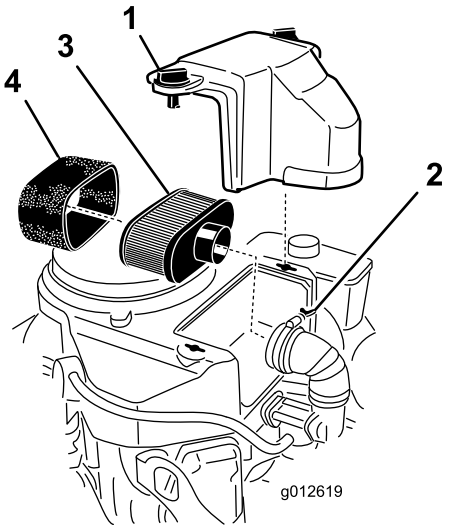

Figur 42
3. Rengjør rundt luftfilteret for å unngå at det kommer partikler i motoren som kan forårsake skade (Figur 42).
4. Skru løs dekselknottene og fjern luftrenserdekselet (Figur 42).
5. Skru løs slangeklemmen og fjern luftrenseren (Figur 42).
6. Dra forsiktig skumelementet av papirelementet (Figur 42).
1. Rengjør papirelementet ved å dunke forsiktig for å fjerne støv. Hvis papirelementet er veldig skittent, kan du erstatte det med et nytt (Figur 42).
1. Skyv forsiktig skumelementet opp på papirelementet (Figur 42).
2. Sett luftrenseren på luftrenserbasen eller -slangen, og fest den (Figur 42).
3. Sett luftfilterdekselet på plass og skru fast dekselknotten (Figur 42).